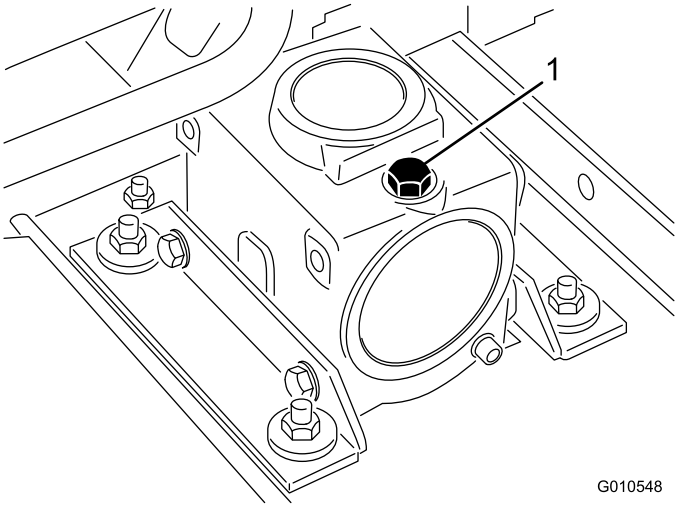

Figuur 16
2. Plaats het maaidek op een horizontaal oppervlak en breng het maaidek omlaag. Verwijder de peilstok/vulplug op de bovenkant van de tandwielkast (Figuur 16) en controleer of het peil van de tandwielolie tussen de merktekens op de peilstok staat. Als het oliepeil laag is, vul dan SAE 80-90 tandwielolie bij tot het peil zich tussen de markeringen bevindt. Als alternatief kunt u SAE 80-90 synthetische tandwielolie gebruiken.